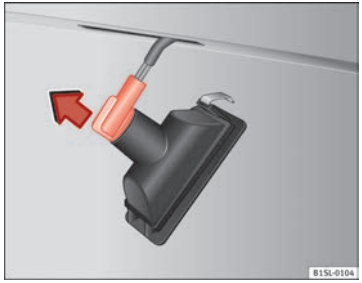

Fig. 158 Number plate light: Remove the lamp holder ▶
4.	Turn the bulb holder with the bulb **anticlockwise** and remove it in the direction of the arrow ⇒ Fig. 158.
6.	Place the bulb holder in the number plate light and press in the opposite direction to the arrow as far as possible ⇒ Fig. 158.